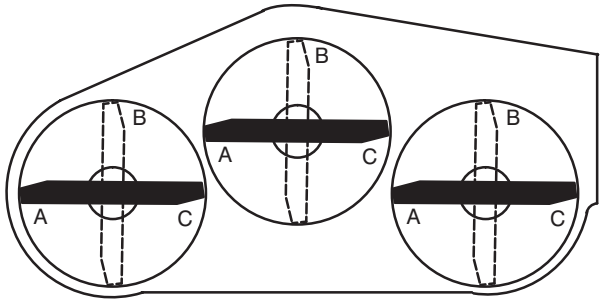
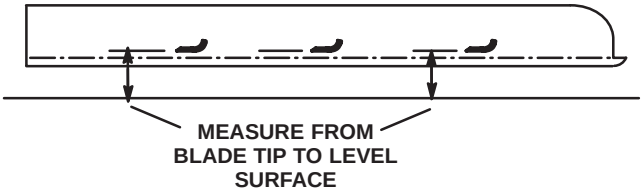

Figure 31
Figure 32
5. Position all 3 blades in the “A” position (Fig. 31) and measure from the level surface to the bottom of the tip end of each blade (Fig. 32).
6. Note the measurement attained at “A”, rotate the blades to the “B” position (Fig. 31), measure the distance of all of the blades to the level surface, and note the dimensions (Fig. 32).
7. Rotate the blades to the “C” position, measure, and note the distance measured (Fig. 31 and 32).